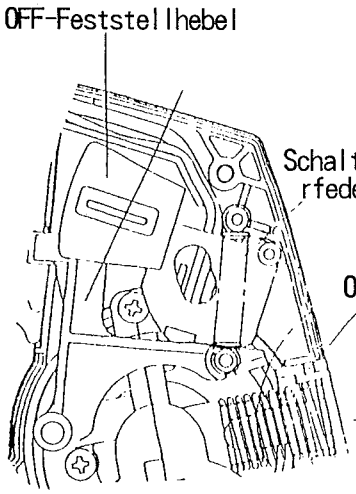
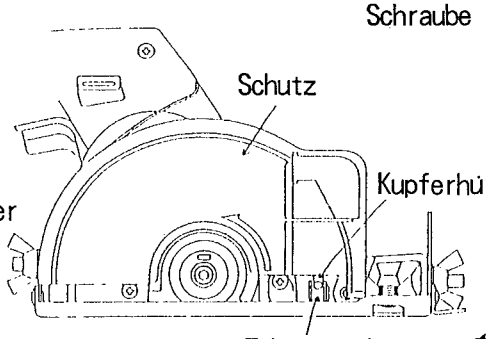

Abb. 5
Abb. 6
⑤ OFF-Feststellhebel, Schalter-Feststellhebel und Schaltersperrfeder wie in Abb. 5 gezeigt einsetzen.
⑥ Prufen, ob die Leiter korrekt verlegt sind.
⑦ Die Lage von Fuhrungsplatte und Schutz beim Anziehen der Schrauben überprüfen. (siehe Abb. 6)
⑧ Die Kupferhülse wie in Abb. 6 gezeigt in die Fuhrungsplatte einsetzen.